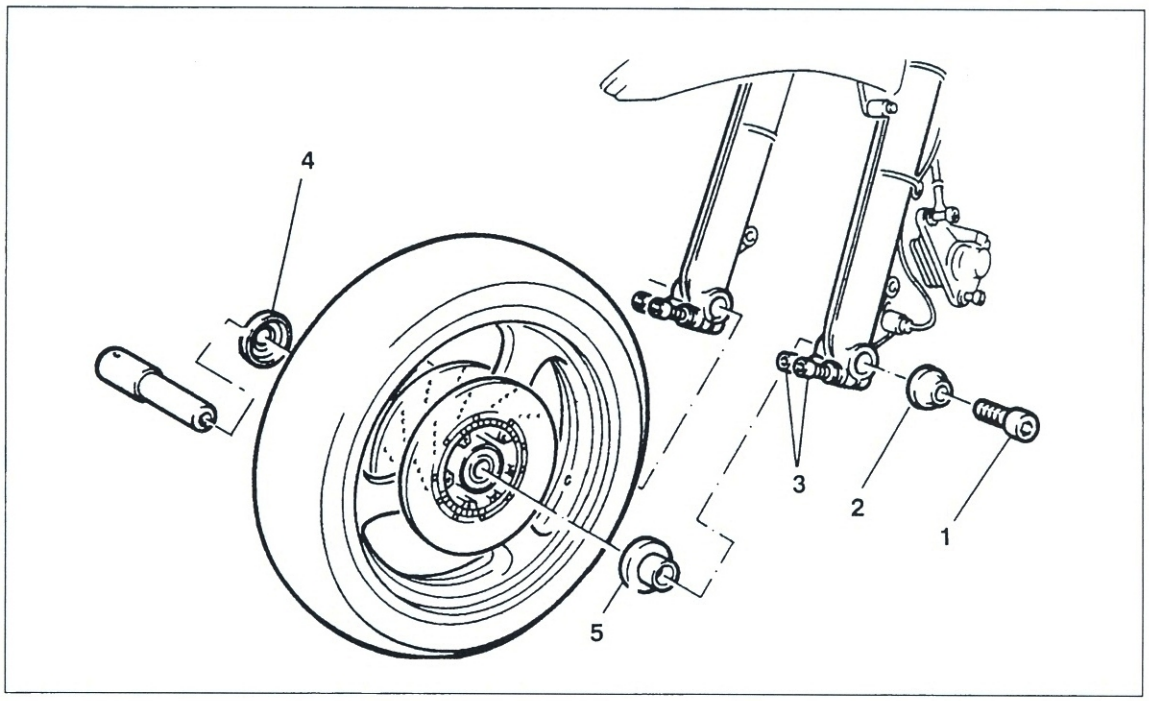

Bild 214
● An Steckachse Schraube ① Bild 214 lösen und mit Konusscheibe ② abnehmen.